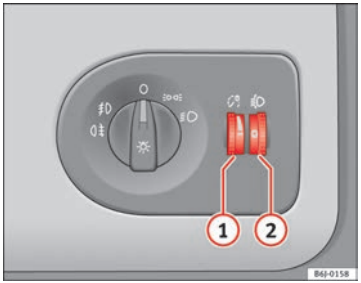

Fig. 55 Dash panel: regulation for instrument and switch illumination and headlight range control
When the headlights are switched on, the brightness of the instruments and switch lighting can be regulated to suit your requirements by turning the thumb wheel ⇒ fig. 55 (1).